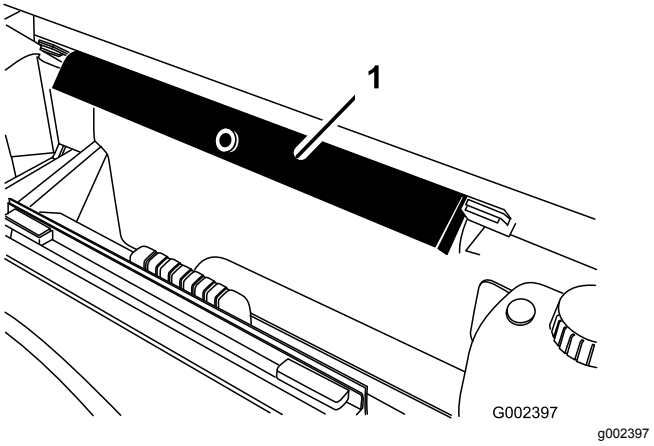

**Figur 42**
7. Fjern ladstøtten fra opbevaringsbeslagene bag på styrtbøjlepanelet (Figur 42).